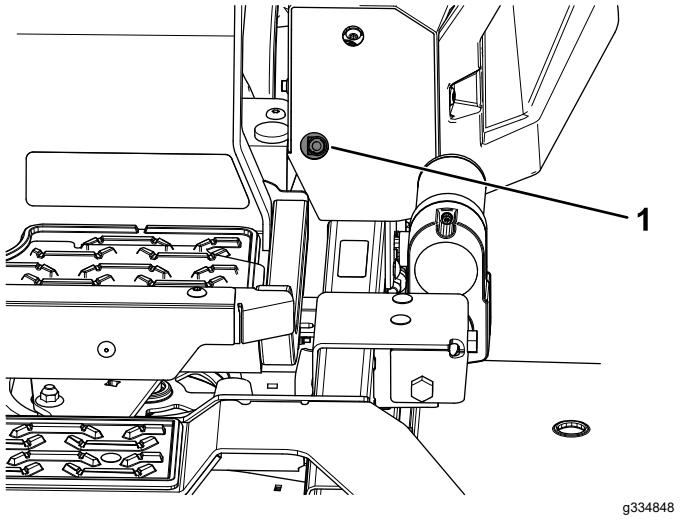
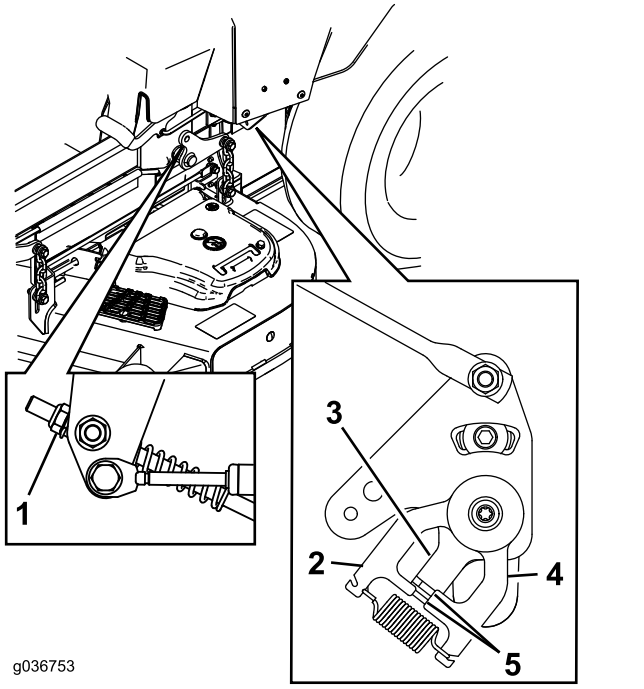

Bild 65
Bild 66
11. Stellen Sie die Länge der Pumpenschaltstange ein, indem Sie die Mutter in die entsprechende Richtung drehen, bis sich die Räder leicht rückwärts drehen (Bild 65 und Bild 66).